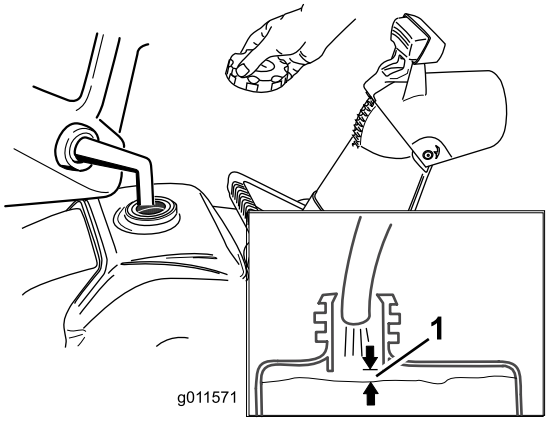

**Rysunek 13**
1. Uważaj, aby nie napełnić nadmiernie zbiornika paliwa (patrz Rysunek 13) i pewnie dokręć korek.